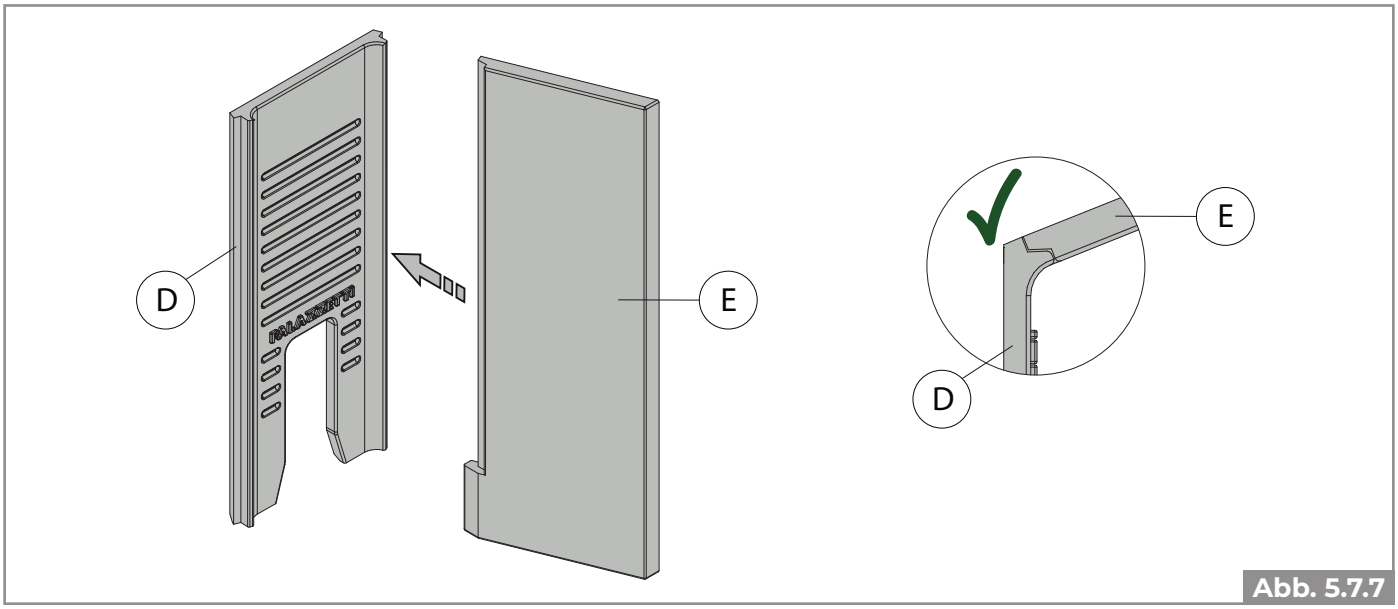

Abb. 5.7.7
- Nähern die untere Wand D und an die rechte Wand E und passen Sie die entsprechenden Nuten an (**Abb. 5.7.7**); fügen Sie sie gemeinsam in die Brennkammer ein, wobei darauf zu achten ist, dass: